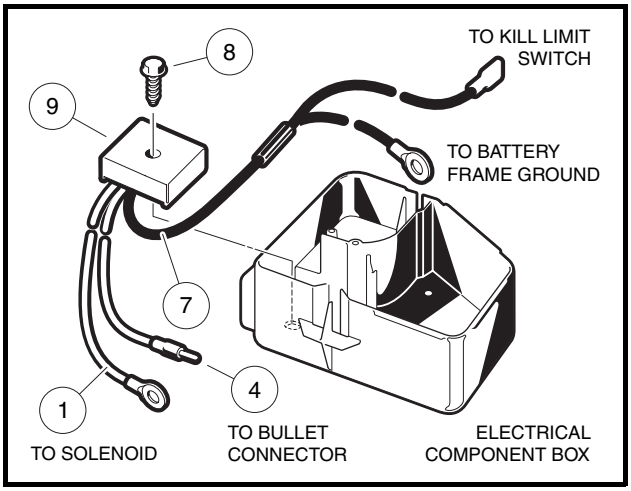
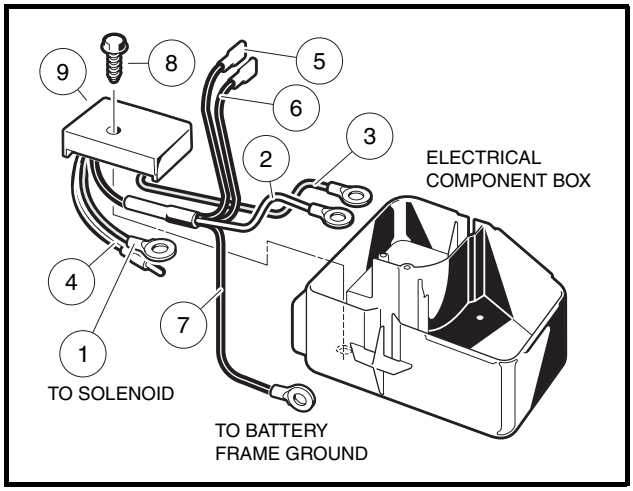

Figure 12-15 Voltage Regulator for Pedal-Start Vehicles
Figure 12-16 Voltage Regulator for Key-Start Vehicles
- **Pedal-Start vehicles:** Disconnect the voltage regulator red wire (1) at the large post on the solenoid, the yellow wire (4) at the bullet connector, and the black wire (7) from the (NO) terminal of the kill limit switch and at the battery frame ground **(Figure 12-15, Page 12-12)**.
- **Key-Start vehicles:** Disconnect the voltage regulator red wire (1) at the large post on the solenoid, the white wire (2) and blue wire (3) at the small post on the solenoid, the yellow wire (4) at the bullet connector, the two black wires (5) and (6) at the (NC) and (COIL) terminals respectively on the relay, and the black wire (7) at the battery frame ground **(Figure 12-16, Page 12-12)**.
4. Remove the voltage regulator mounting screw (8) and remove the voltage regulator (9).
1. Position the voltage regulator (9) in the electrical component box and install the mounting screw (8) **(Figure 12-15, Page 12-12 or Figure 12-16, Page 12-12)**. Tighten screw to 23 in-lb (2.6 N·m).
- **Pedal-Start vehicles:** Connect the voltage regulator red wire (1) at the large post on the solenoid, the yellow wire (4) at the bullet connector, and the black wire (7) at the battery frame ground **(Figure 12-15, Page 12-12)**.
- **Key-Start vehicles:** Connect the voltage regulator red wire (1) at the large post on the solenoid, the
white wire (2) and blue wire (3) at the small post on the solenoid, the yellow wire (4) at the bullet connector, the two black wires (5) and (6) at the (NO) and (COIL) terminals on the relay, and the black wire (7) at the battery frame ground **(Figure 12-16, Page 12-12)**.